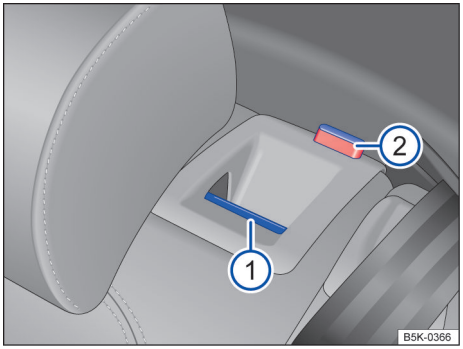

Fig. 64 No encosto do banco traseiro: botão de destravamento.
– Puxar o botão de destravamento → Fig. 64 ① para frente e, ao mesmo tempo, rebater o encosto do banco traseiro para frente.
– A respectiva parte de encosto do banco traseiro estará destravada quando a marcação vermelha → Fig. 64 ② estiver visível.
– A marcação vermelha → Fig. 64 ② não pode mais estar visível.